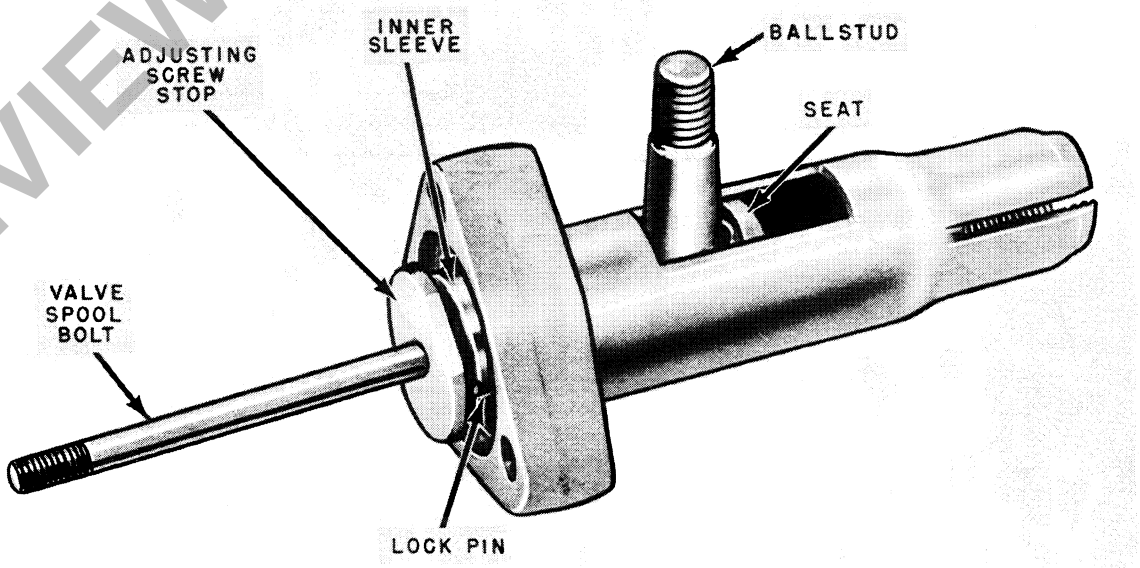

Fig. G-74 Installing Valve Spool Bolt
5. Insert a small round tool through the tie rod end of outer sleeve and move the inner sleeve with seats and stud to the flange end of the outer sleeve. Fig. G-74.
6. Push the valve spool bolt through the torque adjusting screw stop and turn screw stop into the inner sleeve. Tighten the screw stop and then back off until nearest hole lines up with slots in sleeve. Push adjusting screw lock pin into position. Fig. G-74.